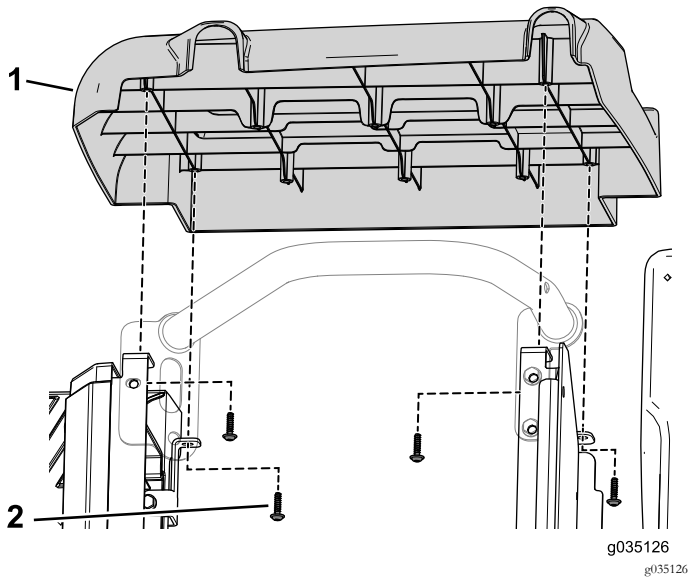

Figur 54
3. Fjern de fire selvskærende skruer, der fastgør højre sideafskærmning på maskinen (Figur 54).